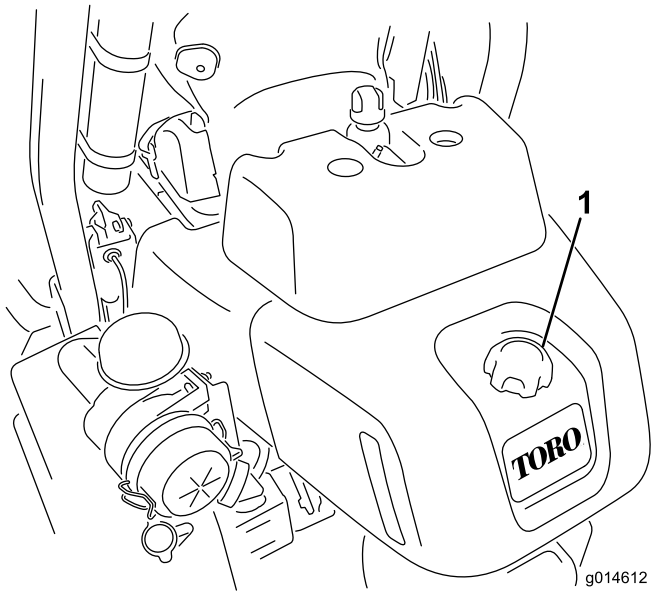

Figuur 28
1. Reinig het gebied rond de dop van de brandstoftank (Figuur 28).